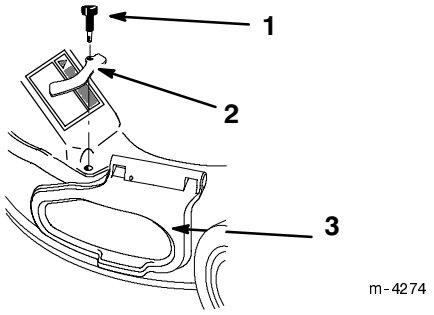

**Figure 48**
12. Secure the front right corner of the discharge tunnel and the side opening cover with the side cover clamp removed previously and the long knob supplied with the grass catcher (Fig. 48).